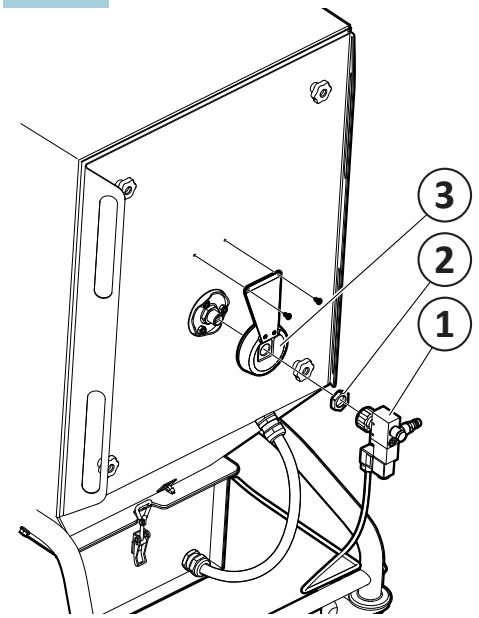
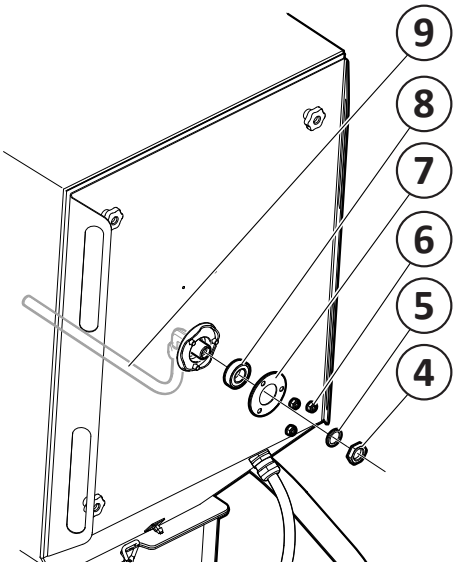

Fig. 18
Fig. 19
1. Dévissez la vanne d'air comprimé (1, **Fig. 18**).
2. Dévissez l'écrou (2).
3. Dévissez la protection contre le contact (3).
4. Dévissez l'écrou (4, **Fig. 19**) de la buse (9) et démontez la rondelle (5).
12. Remettez en place la protection contre le contact (3,**Fig. 18**), l'écrou (2) et la vanne d'air comprimé (1).